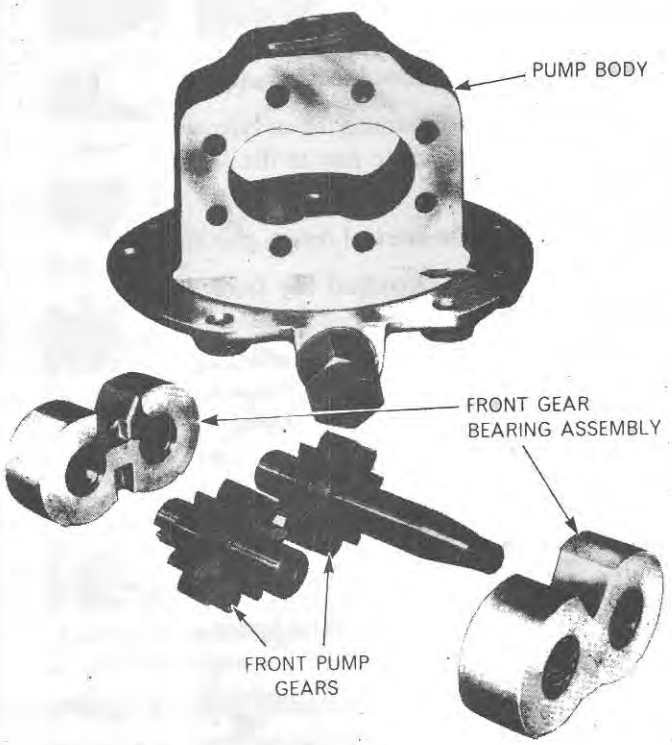

Figure 96
Arrange the bearings and gears as shown in Figure 96. In this position the undercut on the face of each bearing mates with the gear faces. The deepest groove in the bearings is positioned at
1. With the left-hand (rear) bearing in the position shown in Figure 96, assemble the pump pressure driving gear (the gear with the threaded shaft) in the right-hand bore of the bearing.